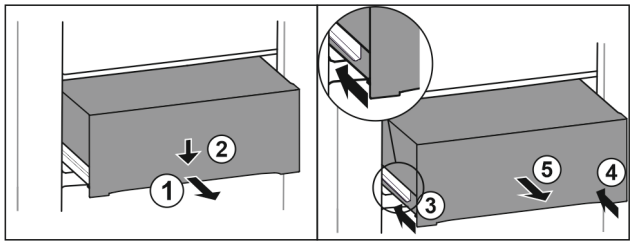

Fig. 145
- ▶ Extrageți pe jumătate sertarul. *Fig. 145 (1)*
- ▶ Apăsați în jos sertarul pe partea frontală. *Fig. 145 (2)*
- ▶ Inserați șina stângă aproximativ 2 cm. *Fig. 145 (3)*
- ▶ Inserați șina dreaptă aproximativ 2 cm. *Fig. 145 (4)*
- ▶ Extrageți sertarul spre înainte. *Fig. 145 (5)*